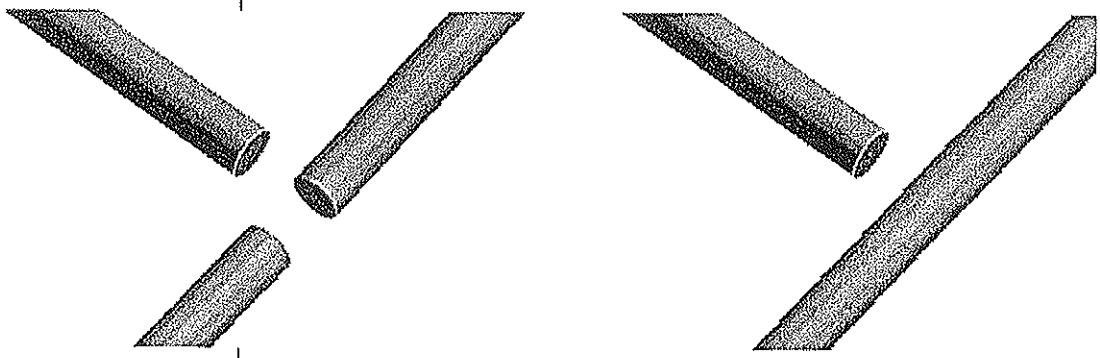

Figure 9–44
11. Finally, drag the vertical pipe to where it intersects with the horizontal pipe. The Tee fitting is automatically applied as shown in Figure 9–45.